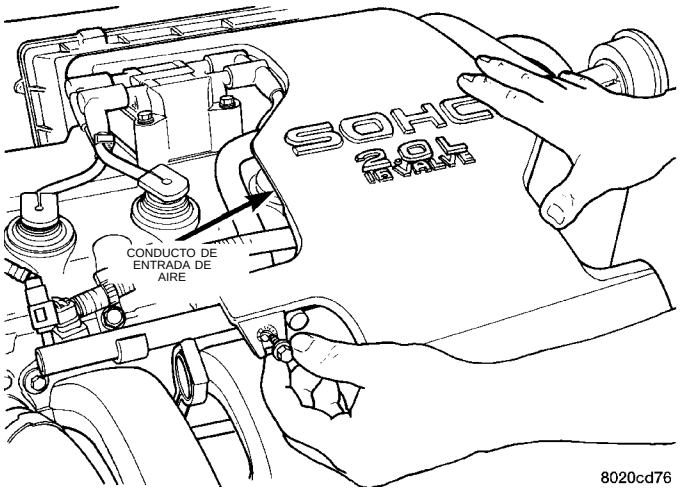

Fig. 32 Conducto de entrada del depurador de aire
(2) Desconecte el cable negativo de la batería. Drene el sistema de refrigeración. Consulte el Grupo 7, Sistema de refrigeración.
(3) Retire el conducto de entrada del depurador de aire y el depurador de aire (Fig. 32), desconecte todos los tubos de vacío, cableado eléctrico y tubos de llegada de combustible del cuerpo de la mariposa.
(4) Retire la articulación de la mariposa.
(5) Retire las correas de transmisión de accesorios. Para informarse del procedimiento, consulte el Grupo 7, Sistema de refrigeración.
(6) Retire del tubo múltiple de admisión la manguera de vacío del servofreno.
(7) Eleve el vehículo y retire el tubo de escape del múltiple.
(8) Retire el conjunto de bomba de la dirección asistida y colóquelo aparte.